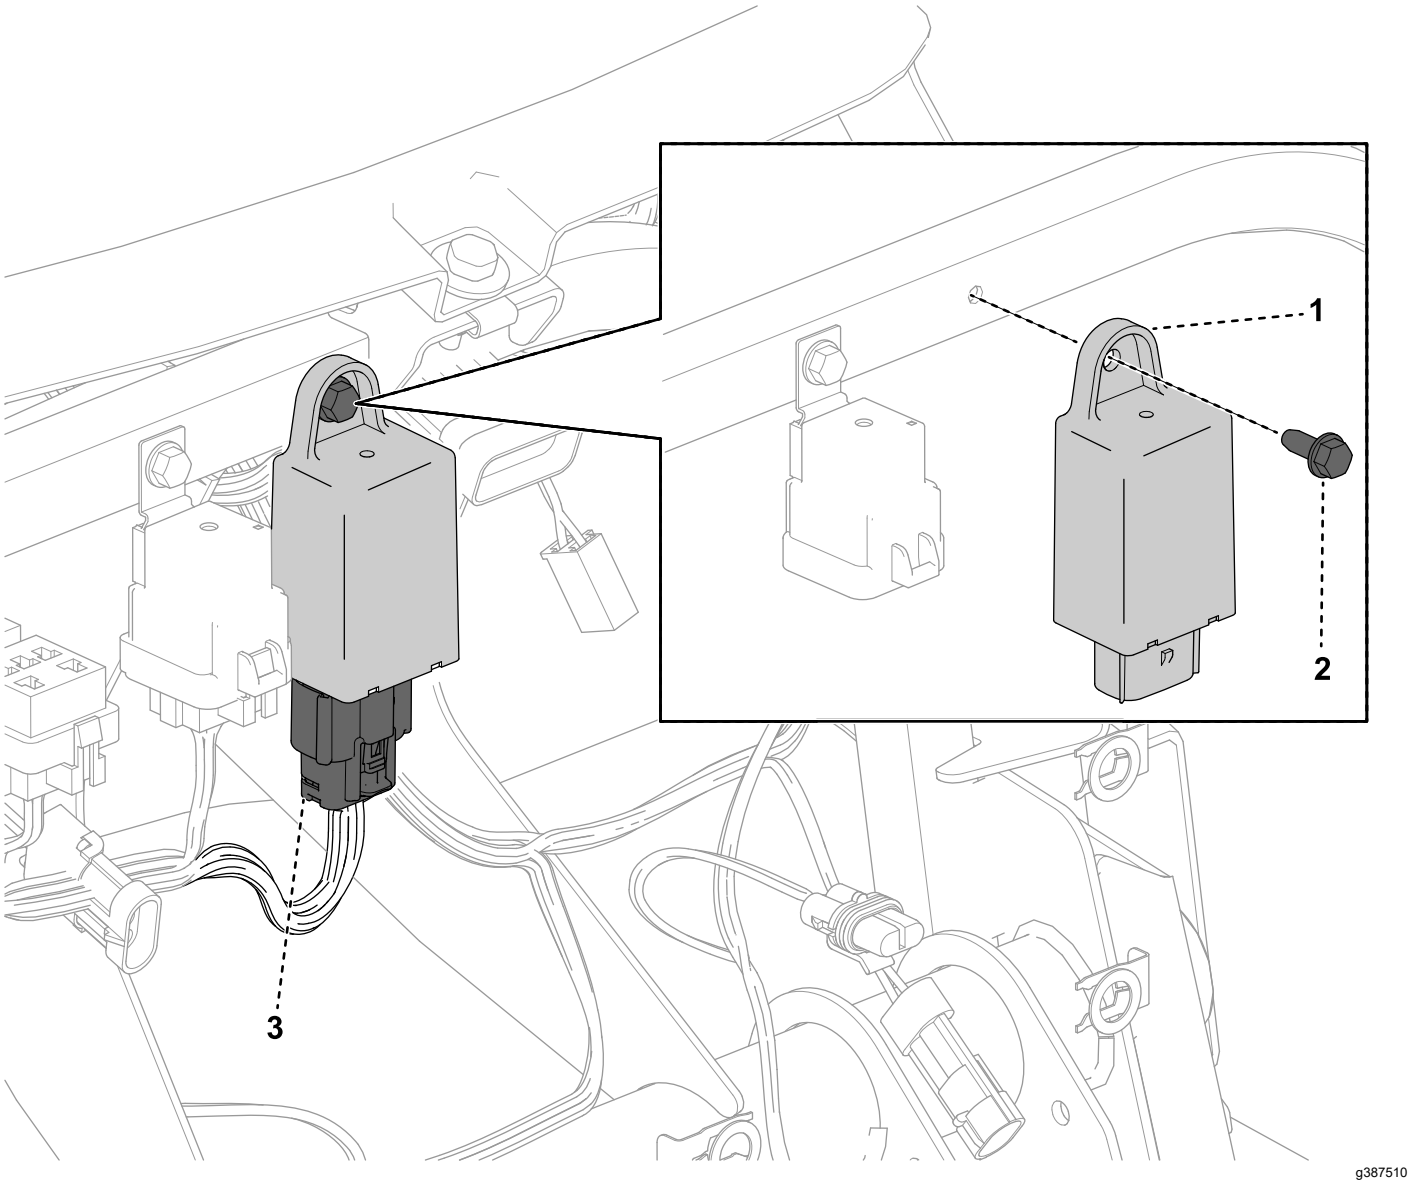

Bild 6
1. Befestigen Sie das Blinkerrelais mit der Sechskantschraube (Bild 6) am Stützrohr des Armaturenbretts der Maschine (Bild 5).
2. Suchen Sie am Kabelbaum der Maschine den Stecker mit der Beschriftung SIGNAL MODULE und schließen Sie den Stecker an das Blinkerrelais an (Bild 6).